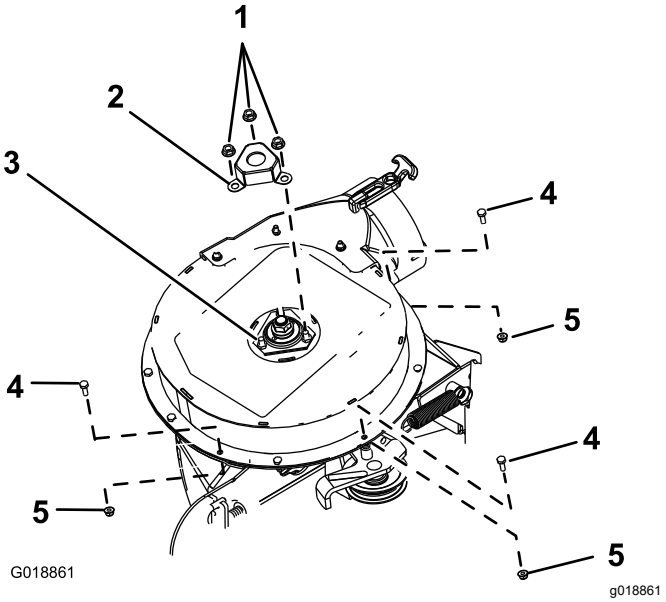

Figur 9
1. Fjern de 3 takkede møtrikker, der holder akseldækslet fast på blæserenheden (Figur 9).
2. Fjern og kasser akseldækslet (Figur 9).
3. Fjern de 3 sekskantbolte (¼" x ¾") og 3 låsemøtrikker (¼") fra blæserhuset som vist i Figur 9.